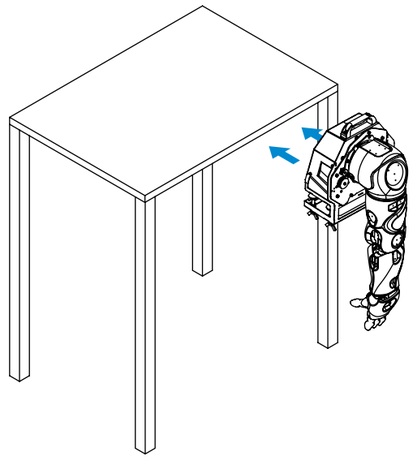

Рисунок 12.
4. Установить кронштейн на столешницу (рисунок 12)